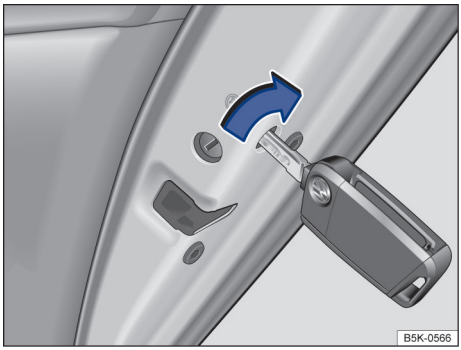

Fig. 56 Travamento de emergência do veículo com a chave do veículo.
– Inserir a haste da chave na fenda → Fig. 56 e girar.